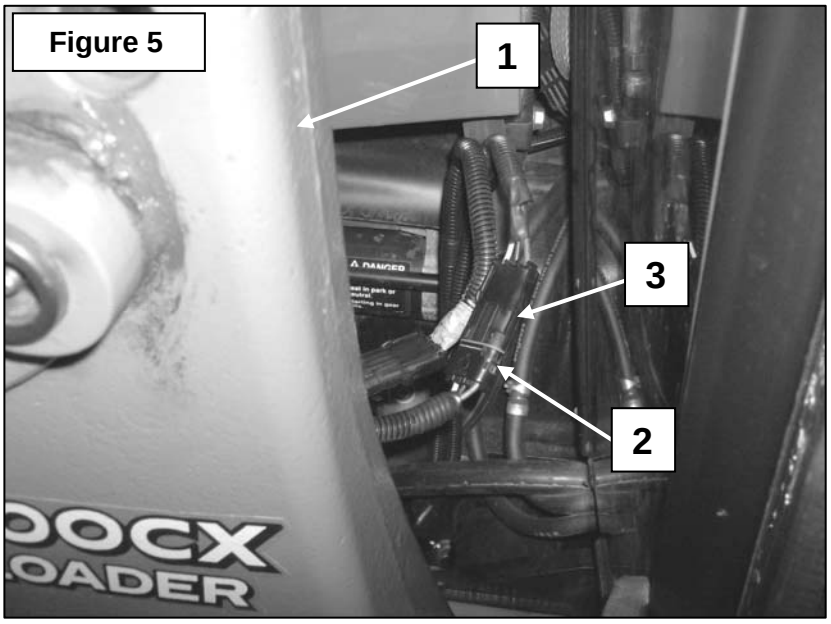

Figure 5
2. **Figure 5:** Run the rotary broom wiring harness down the loader arm (item 1) and bring the male connector of the harness (item 2) to the position illustrated. Connect the female connector of the tractor wiring harness (item 3) to the male connector (item 2) of the rotary broom harness.